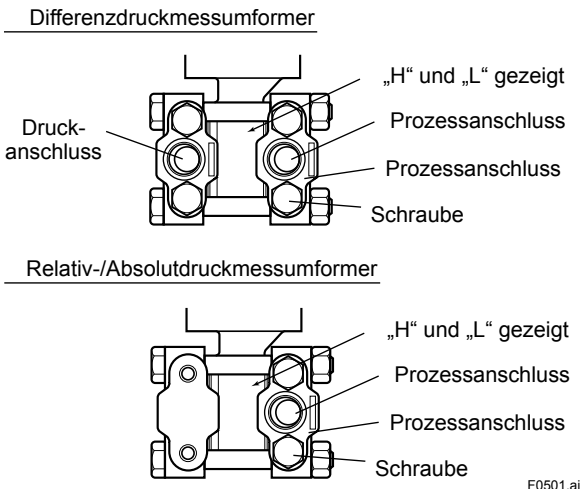

Abb. 5.1 Kennzeichnungen „H“ und „L“ auf der Kapselbaugruppe
(1) Überprüfen der Hoch- und Niederdruckanschlüsse des Messumformers (Abb. 5.1)